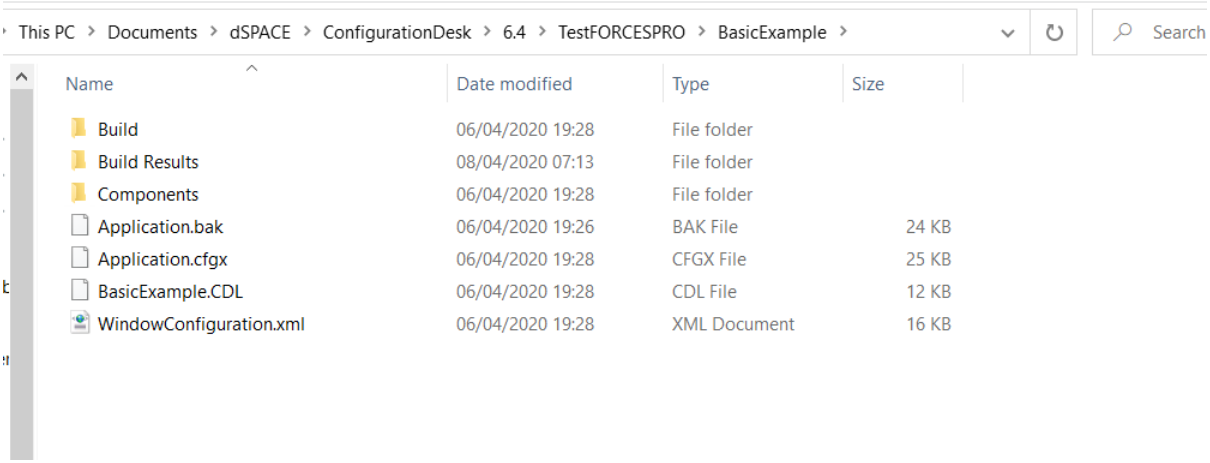
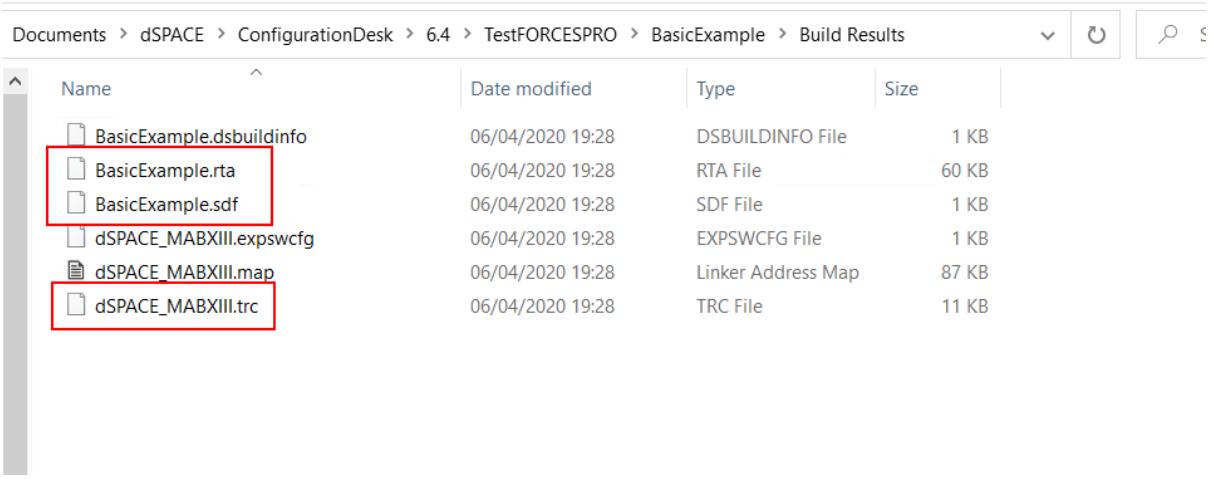

Figure 10.47: The generated files from the ConfigurationDesk building.
Figure 10.48: The files necessary for the simulation of the FORCES PRO controller.
1) After code generation with FORCES PRO and building with the ConfigurationDesk, the ConfigurationDesk project will have generated files to use to run your model on the MicroAutoBox III (see Figure 10.47 and Figure 10.48).